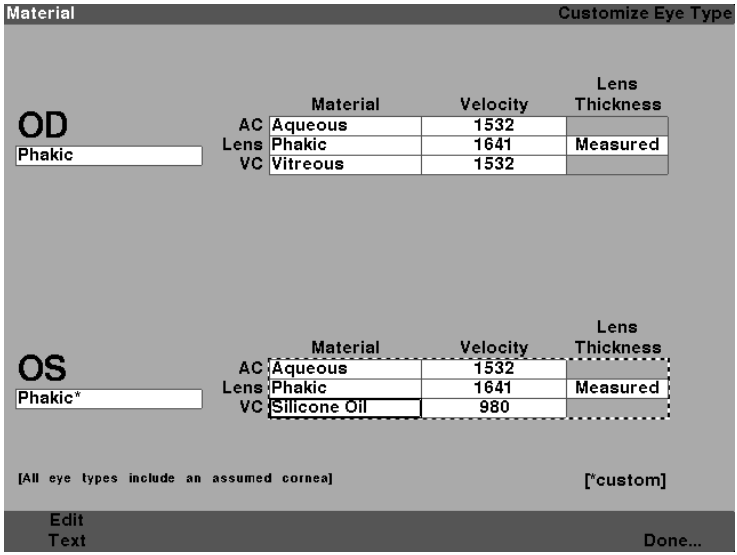

Figure 7-5 VC Material Cell Changed
7. Press the knob or the √ button, to save the selected VC Material and to deactivate the field. Notice that they eye type name in Figure 7-5 on the next page is now followed by an * indicating that is a custom eye type.